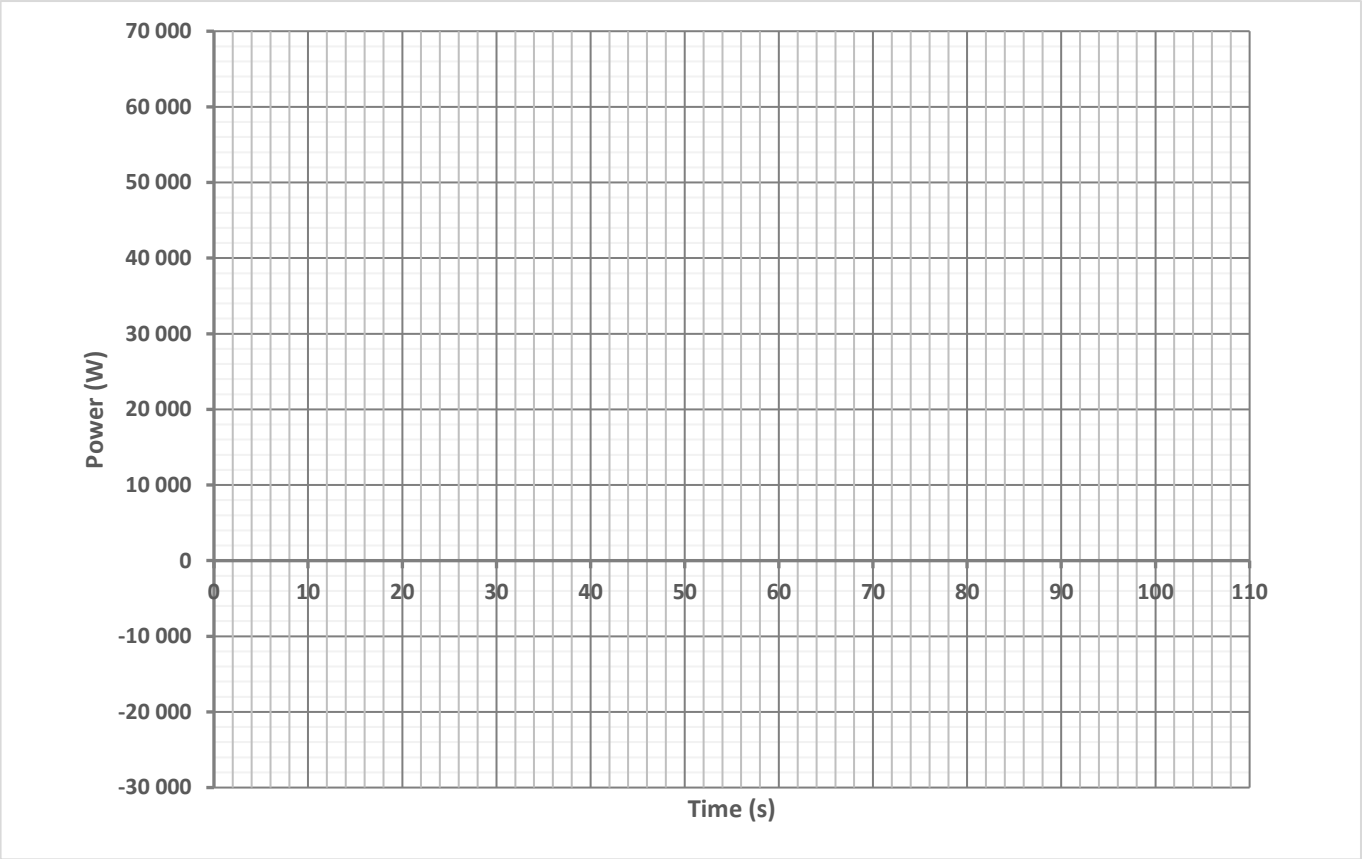

Figure 3 : puissances
1.3 On fait l'hypothèse que la variation de puissance à la roue lors des phases de traction et freinage est constante. Tracer les courbes de puissance à la roue et puissance batterie en fonction du temps sur la Figure 3.